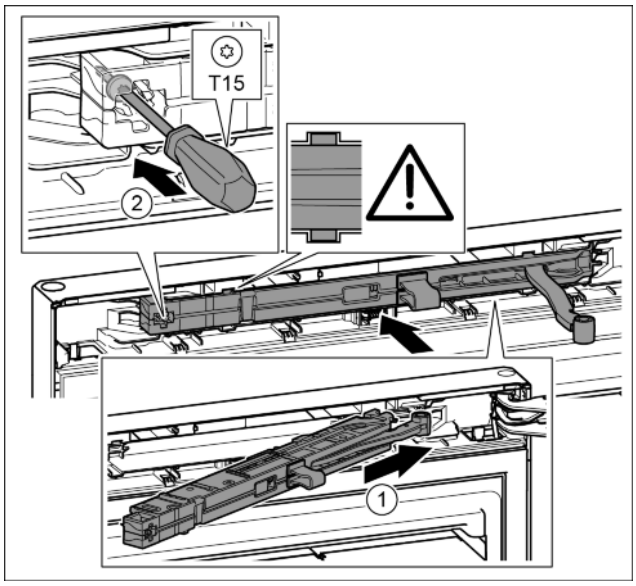

Fig. 21
- ▶ Introduire à fond l'amortisseur de fermeture du côté du support de palier dans la rainure en l'inclinant. *Fig. 21 (1)*
- ▶ Serrer la vis avec un tournevis T15. *Fig. 21 (2)*